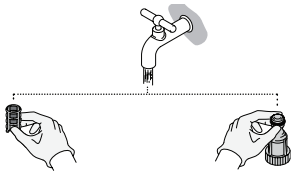

Fig. 24-2
4. Rinse the water filter (22a) with clear water (Fig. 24-2).